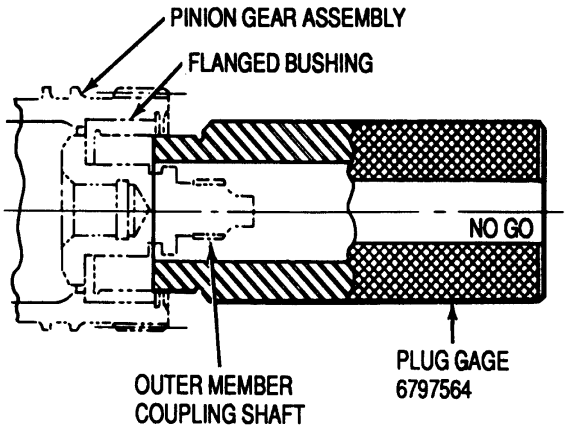

Figure 6. 6797564 Bushing Plug Gage
c. Inspect the flanged bushing in pinion gear shaft with 6797564 bushing plug gage (figure 6). If gage can be inserted in the bushing, replace pinion and accessory drive gear assembly.